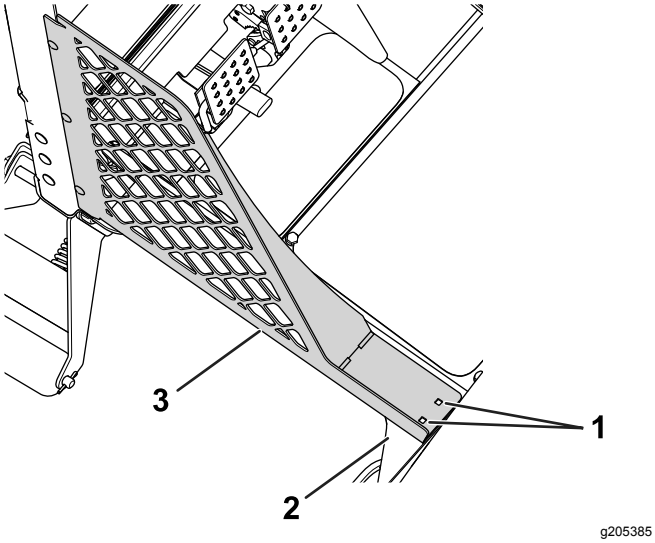

Figur 1
A. Markera var de nedre panelenheterna möter fotplattformen (Figur 1).